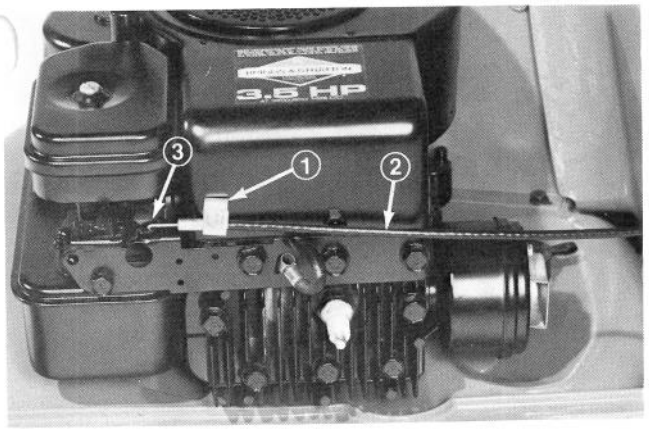

Figure 32
3. Loosen cable clamp screw until throttle cable is free to slide (Fig. 32).
4. Move carburetor control arm to the right until it contacts grounding bracket (Fig. 32). Pull